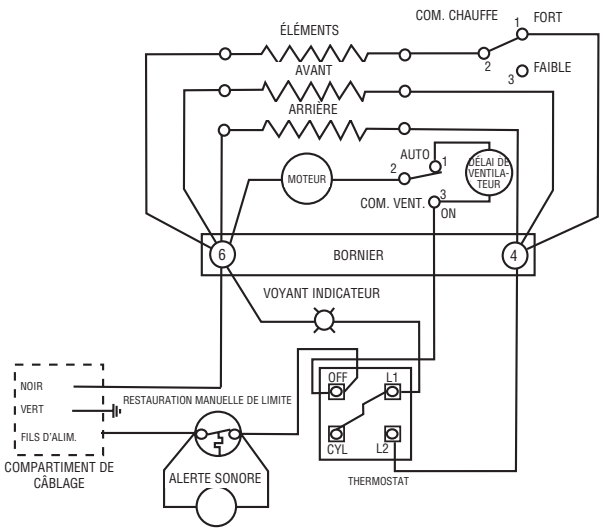

Figure 5 - Schéma de câblage
3. Connectez le câblage local à celui du radiateur comme c'est montré au schéma de câblage en Figure 5.